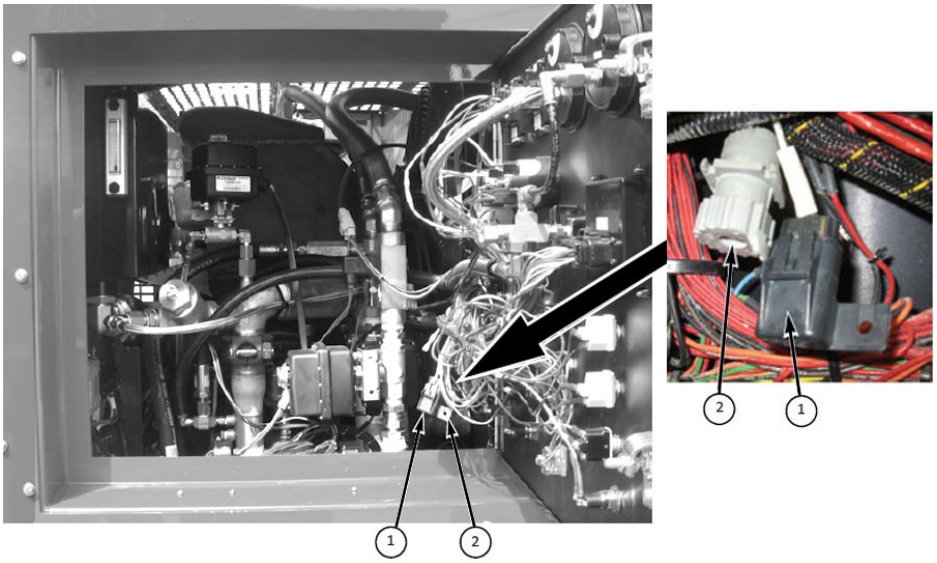

Figure 3–13. Configuration plug and diagnostic connector.
3. Locate the configuration plug behind the display module (fig. 3–13). Remove the cap from the fuse holder plug. Ground out the two pins; the Foam Percentage display should now be in CONFIGURATION mode, and should display “C1.” (**NOTE:** The diagnostic connector allows diagnostic tools such as laptop computers to connect to the foam system and upload system software updates.)
Legend to Figure 3–13: Configuration Plug and Diagnostic Connector